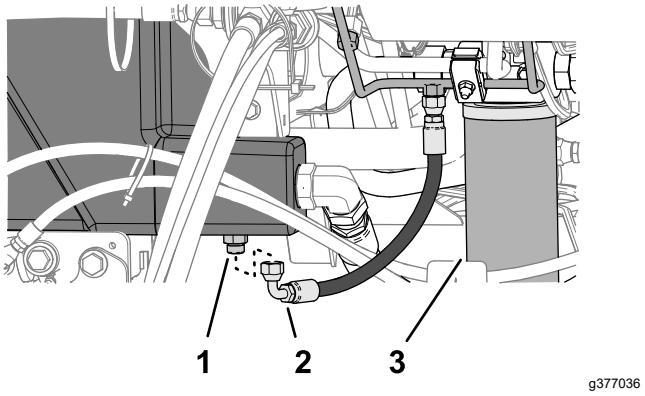

Figur 151
2. Anbring en dræningsskål under den lige fitting (Figur 151) på hydrauliktanken. Se Hydraulikvæskekapacitet (side 79).